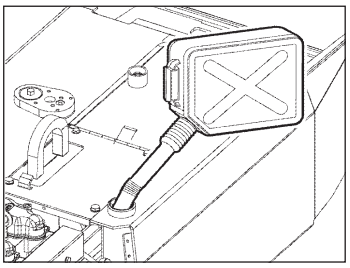

Fig. BA4 Refuelling using a fuel hose
- ➡ Refill with diesel and check the fuel display filling level as well. Use a funnel or a fuel hose for the refilling *(Fig. BA4)*.